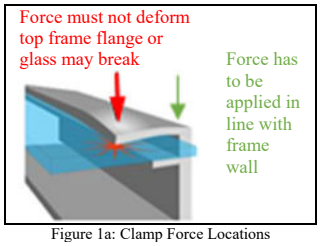

Figure 1a: Clamp Force Locations
1) **Pressure Clamps or Clips**: Mount the module with the clips attached to the longer sides of the module. Refer to the allowable ranges in Section 5.0 (Appendix). Installers must ensure the clamps are of sufficient strength to allow for the maximum design pressure of the module. Clips and clamps are not provided by Maxeon Solar Technologies. Clamps that secure to the top of the frame must not deform the top flange. Clamps must apply force collinear with the 'wall' of the module frame and not only to the top flange. Clamps shall not apply excessive force to the frame, warp the top flange, or contact the glass - these practices void the module warranty and risk frame and glass breakage. Figure 1a illustrates locations for top frame clamp force. Avoid clamping within 50mm of module corners to reduce risk of frame corner deflection and glass breakage. When clamping to the module frame, torque shall never exceed 15 N.m to reduce chances of frame deformation. A calibrated torque wrench must be used. Mounting systems should be evaluated for compatibility before installing specially when the system is not using Clamps or clips. Please contact Maxeon Solar Technologies for the approval of the use of non-standard pressure clamps or clips where torque values are higher than otherwise stated.